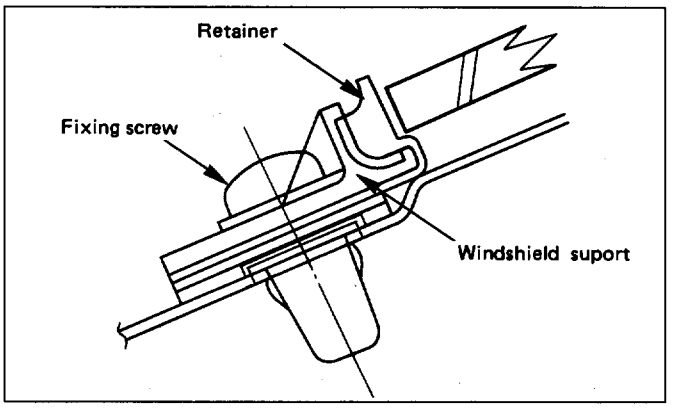

Fig. 10-262
4. **Windshield support (Fig. 10-262)**